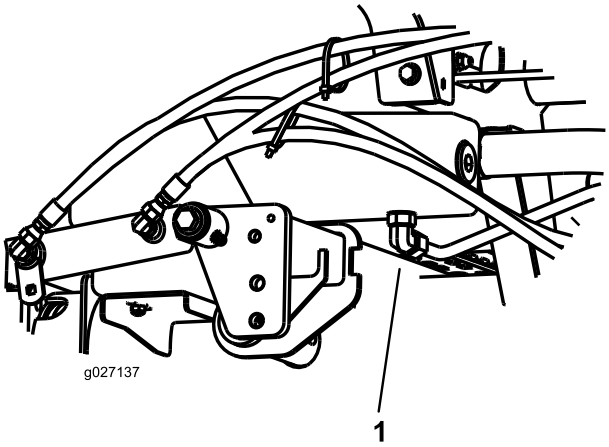

Figuur 73
2. Plaats een grote opvangbak onder de fitting aan de onderzijde van het hydraulische reservoir (Figuur 73).